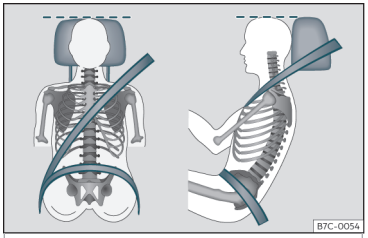

Fig. 2 Banda del cinturón y apoyacabezas ajustados correctamente.
- Ajuste el apoyacabezas de modo que el borde superior quede, en la medida de lo posible, a la altura de la parte superior de la cabeza, en ningún caso por debajo de los ojos. Mantenga la nuca lo más cerca posible del apoyacabezas ››› **fig. 2**.